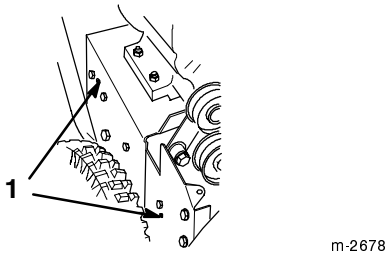

Figur 30
16. Skruva fast de två skruvarna som fäster bromsarmen till matarskruven. Se till att styrtapparna går i hålen på snöslungans vänstra sida (figur 30).
13. Skruva fast de två skruvarna som fäster bromsarmen till matarskruven. Se till att styrtapparna går i hålen på snöslungans vänstra sida (figur 30)